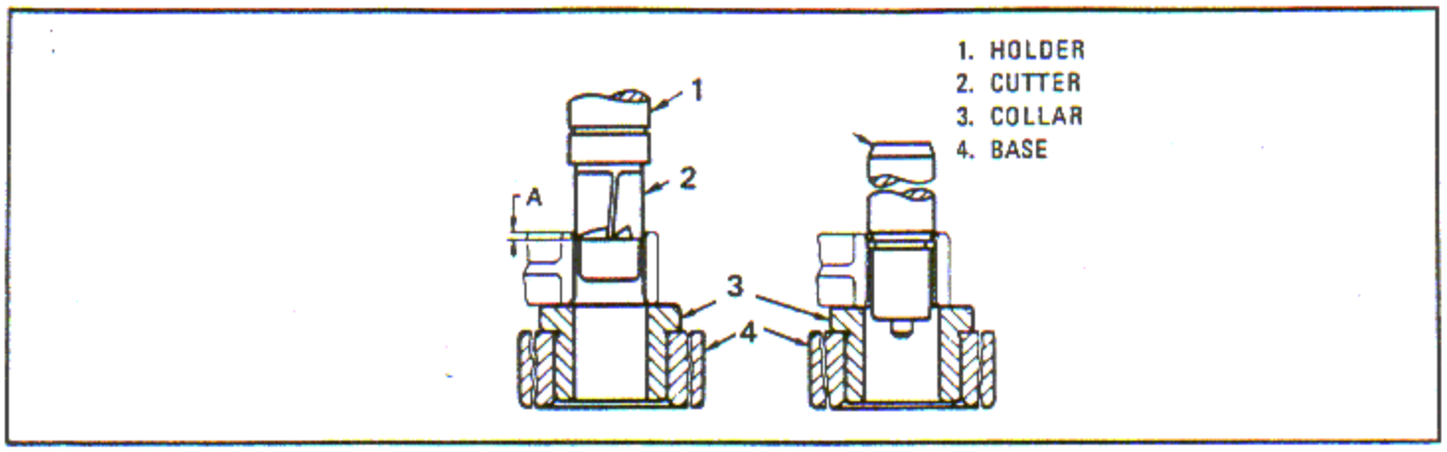

Figure 6-111. Removing Bushings
a. Place base (4, figure 6-111) and collar (3) on the table of a suitable radial drill press. Support the piston pin end of the rod on the collar and clamp in position.
b. Using holder (Eclipse Counterbore Co., Detroit, Michigan, Cat. No. 2H-173, or equivalent), cutter and pilot, bore bushing to approximately 0.125 inch depth (A). Pick off spun end of bushing and press out the remainder on a suitable press using plug.
c. The articulated rod knuckle pin bushing is removed in the same manner using cutter (2), plug and collar (3).